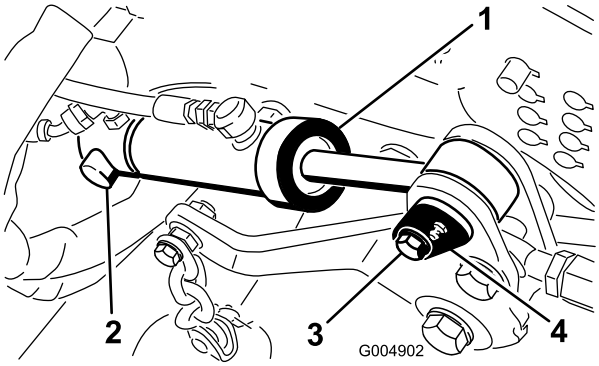

Figur 97
9. Fjern låseringen, der fastgør det bageste af skjoldløftecylinderen til drejetappen (Figur 97).
10. Fjern skruen, der fastgør den forreste cylinderdrejetap til plæneklipperstellet (Figur 97).
12. Fjern den forreste drejetap, og skub cylinderen af den bageste tap (Figur 97).